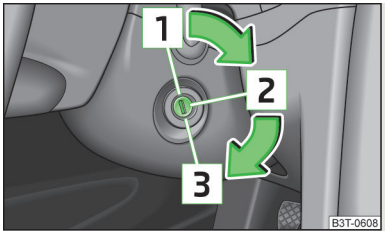

Fig. 118
- When driving, the ignition key must always be in the position 2 » Fig. 118 on page 132 (ignition switched on) without the engine running. This position is confirmed by the appearance of certain indicator lamps in the instrument cluster.
- The starter must only be operated when the engine is not running and the vehicle is at a standstill. The starter or engine can be damaged if the starter is activated when the engine is running 3 » Fig. 118 on page 132.
Petrol engines » Fig. 118
Diesel engines » Fig. 118
If the **steering is locked** and the key cannot or can only be turned with difficulty into the position 2 » Fig. 118, move the steering wheel back and forth and the steering lock will unlock.
› Switch on the ignition 2 » Fig. 118 on page 132.
Switch off the engine by turning the ignition key into position 1 » Fig. 118 on page 132.